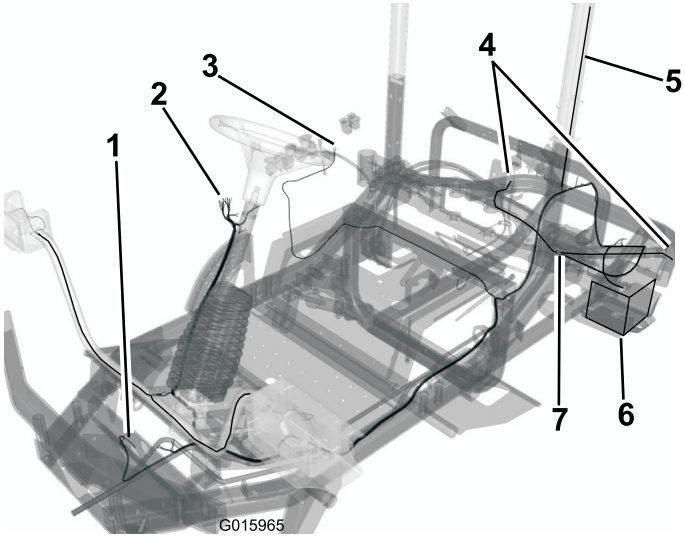

図 12
- ワイヤハーネスをホーンへ引き込み、コード2本を端子に接続する（図 12）。